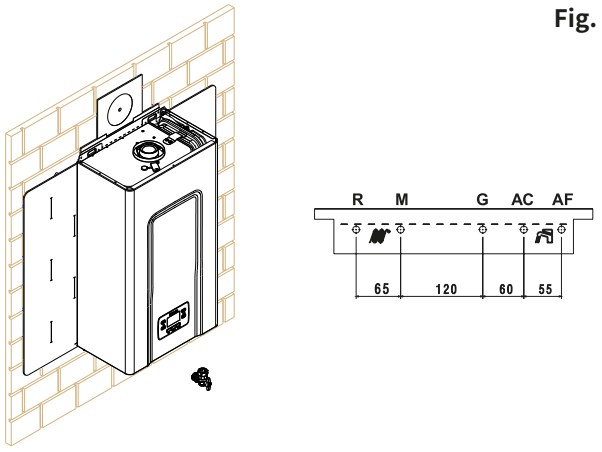
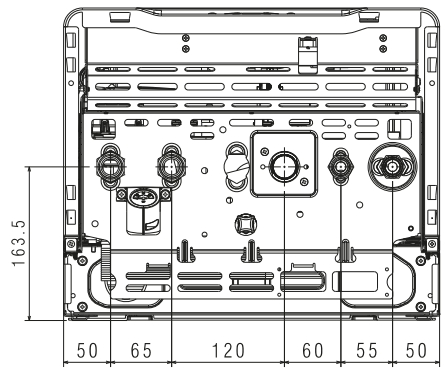

Fig. 5
Fig. 6
2. 水力系统的安装（Fig.5-Fig.6）
3. 燃气连接（Fig.5-Fig.6）